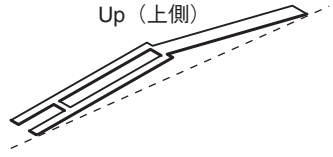

Fig. 34（図 34）
* ***Be careful of the direction of the spring. It should be installed with its projecting end facing upward. (Fig. 34)***
※ **スプリングの向きに注意してください。スプリングは、図 34 のように上側が凸になるように取り付けます。**